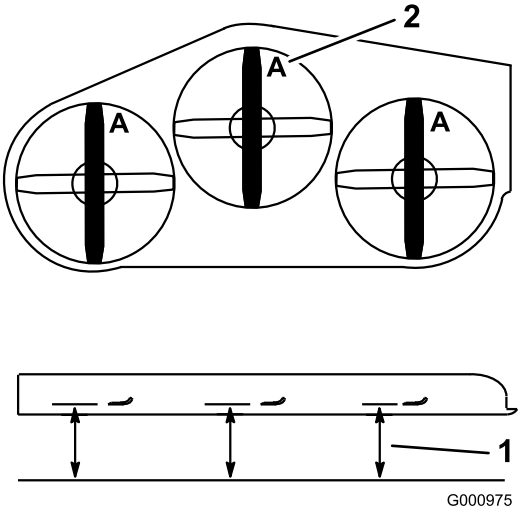

Figur 77
4. Mål fra en plan overflade til knivenes skærekant, position **A ( ).**Figur 77